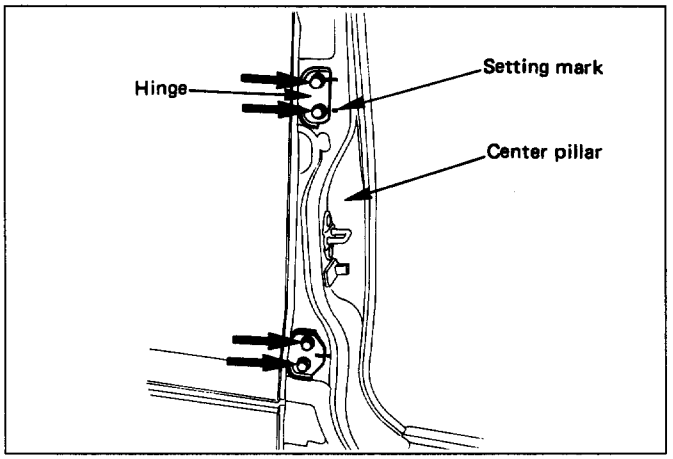

Fig. 10-28
- Open the front door and remove the body side hinge bolts. (Fig. 10-28)